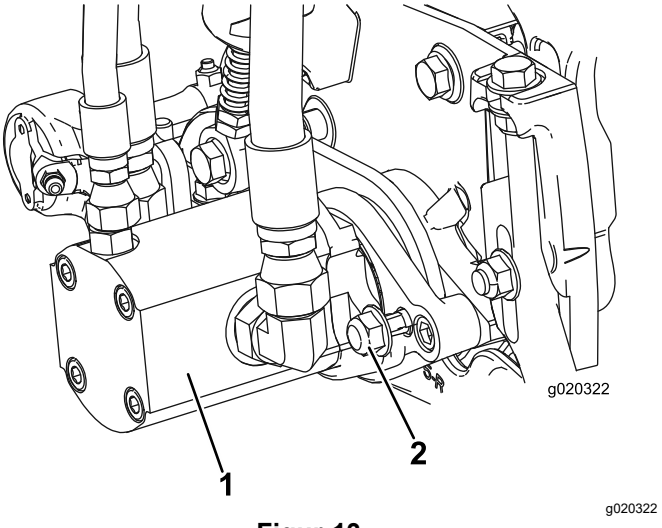

Figur 13
16. Monter motoren ved at dreje den med uret, således at motorflangerne går fri af låsemøtrikkerne (Figur 13). Drej motoren mod uret, indtil flangerne indeslutter møtrikkerne, og stram så møtrikkerne.